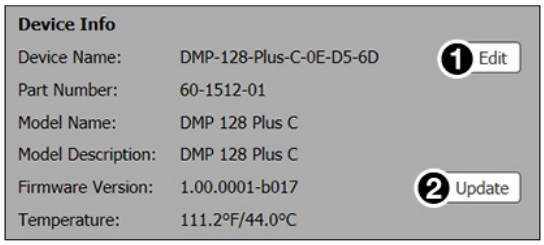

Figure 30. Device Info
The `Device Info` panel displays the temperature, device name, a brief product description, and the part number (see figure 30). The **`EDIT`** button (❶) is available to change the device name or reset back to the default name. The panel also displays the firmware version and an **`UPDATE`** button (❷) for firmware updates.
1. Click **`UPDATE`** (see figure 30, ❷).